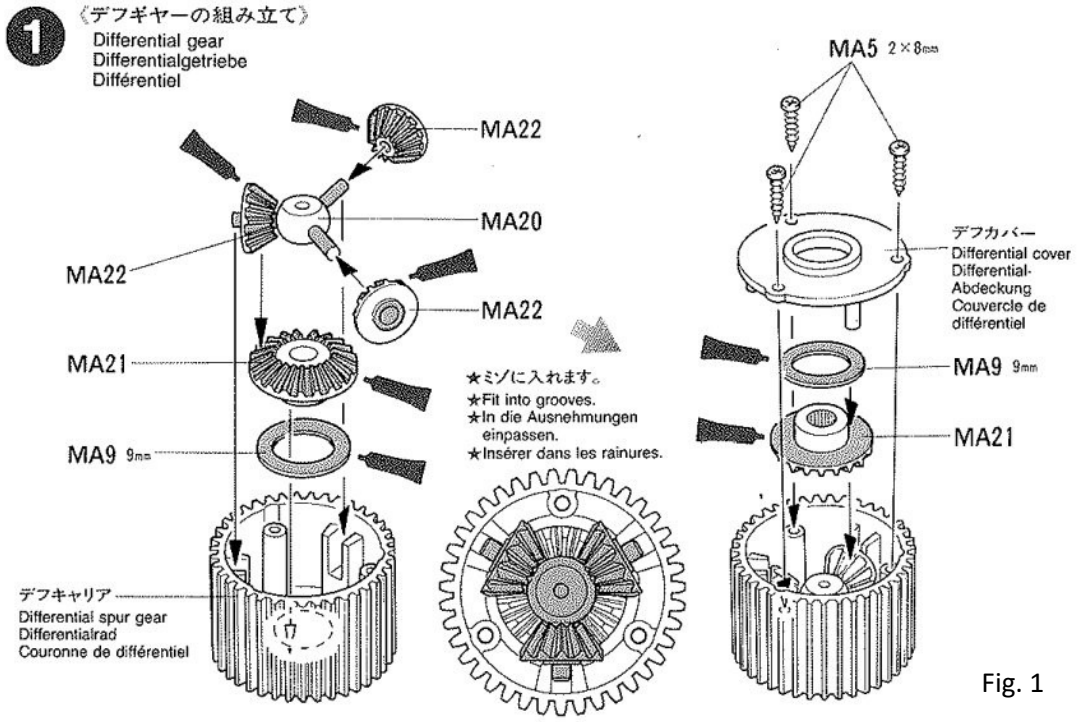

Fig. 1
2.3. Differentials must be built as per kit instructions (see fig 1).